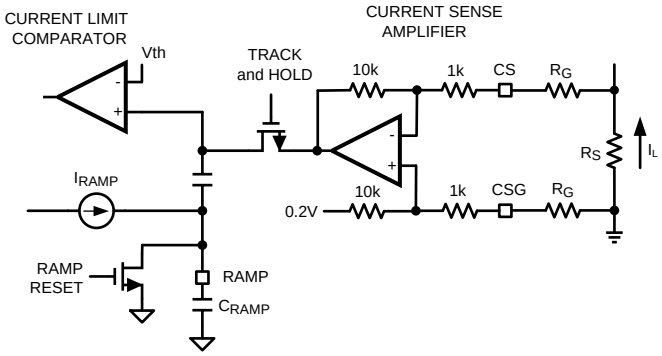

Figure 14. Current Limit and Ramp Circuit
The pedestal current sample is obtained from the current sense resistor (Rs) connected to the CS and CSG pins. It is sometimes helpful to adjust the internal current sense amplifier gain (A) to a lower value to obtain the higher current limit threshold. Adding a pair of external resistors RG in a series with CS and CSG as shown in Figure 14 reduces the current sense amplifier gain A according to Equation 5.